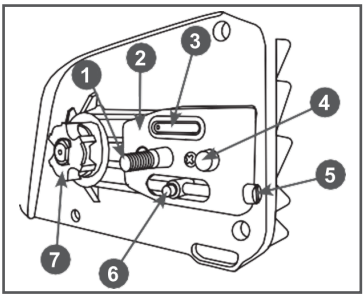

Рис. 3 Снятие крышки шины
4. Вращая винт 5 механизма натяжения цепи против часовой стрелки переместите палец 6 в заднее положение, ближе к ведущей звездочке 7 (Рис. 3).
Для удаления провисания цепи вращайте винт 5 (Рис.3) механизма натяжения цепи по часовой стрелке. Для ослабления натяжения – в обратную сторону. После регулировки натяжения цепи затяните гайку крепления крышки, не прилагая при этом чрезмерных усилий.